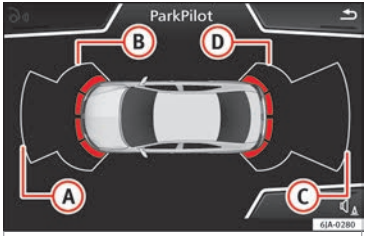

Fig. 181 Represented area.
If there is a fault in a sensor, the symbol ⚠ is displayed on the Easy Connect display in front of/behind the vehicle. If a rear sensor is faulty, only the obstacles in the areas (A) and (B) are displayed ››› Fig. 181. If a front sensor is faulty, only the obstacles in the areas (C) and (D) are displayed.